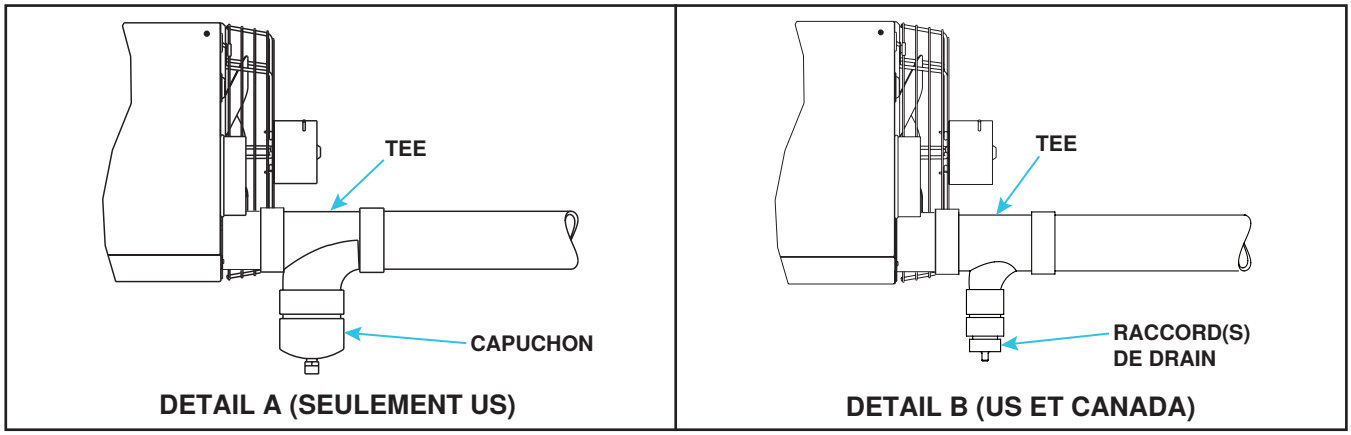

**Figure 21. Installation du drain de condensat dans un évent vertical ou horizontal (tailles d'unité 130–310)**
3. Pour évent horizontal ou vertical (voir **Figure 21**) :
a. Pour les installations aux US uniquement (voir **Figure 21**, DÉTAIL A) :
(1) Connectez le tee en PVC 4 × 4 × 4 fourni sur place à la sortie d'évent de 4 pouces à l'arrière de l'appareil de chauffage.
(2) Connectez le capuchon en PVC inclus dans l'option CC2 ou CC6 au tee. Le capuchon est percé et taraudé pour une connexion de vidange NPT de 1/2 pouce.
(3) Raccordez le drain de condensat fourni sur place au capuchon. Le reste de l'évent peut être soit horizontal, soit vertical. Assurez-vous que l'évent horizontal est incliné vers le bas vers le drain.
b. Pour les installations US ou Canadiennes (voir **Figure 21**, DÉTAIL B) :
(1) Connectez le tee en PVC fourni sur place à la sortie d'évent de 4 pouces à l'arrière de l'appareil de chauffage.
(2) Connectez le(s) raccord(s) fourni(s) sur site au tee selon les besoins pour une conduite de vidange de condensat de 1/2 pouce ou plus. Le reste de l'évent peut être soit horizontal, soit vertical. Assurez-vous que l'évent horizontal est incliné vers le bas vers le drain.